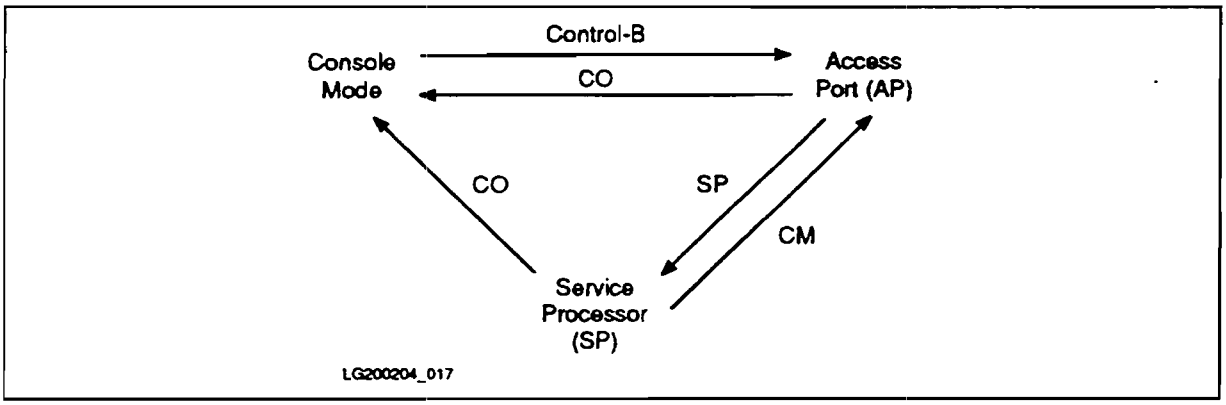

Figure 12d-1. Console Mode, Access Port, and Service Processor
From the system console, you can access the commands available from the Access Port (AP) and the Service Processor (SP). Figure 12d-1 summarizes how to change from one mode to another.